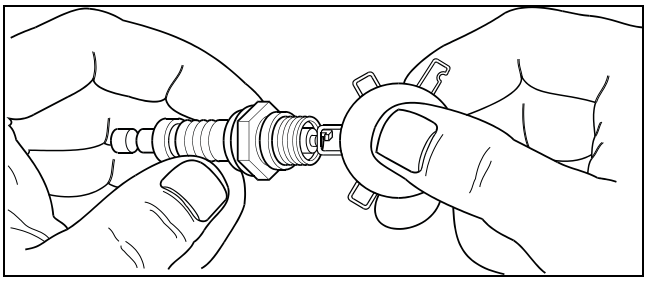

Figure 4-4. Spark Plug Gap
4. Set the new spark plug’s gap to 0.028-0.031 in. (0.70-0.80 mm). See Figure 4-4.